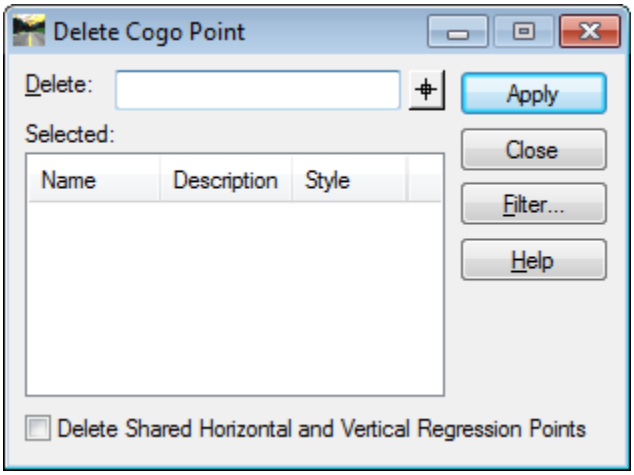

Figure L13-6 Delete Cogo Point
18.	Select **Geometry ► Cogo Points ► Delete** and the **Delete Cogo Point** dialog opens as shown in *Figure L13-6*.